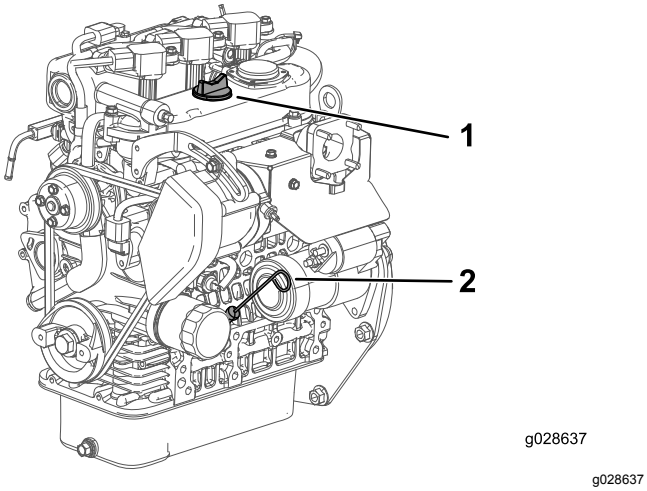

**Bild 35**
4. Nehmen Sie den Peilstab heraus und wischen Sie ihn mit einem sauberen Lappen ab (Bild 35).
5. Stecken Sie den Peilstab in das Rohr und stellen Sie sicher, dass er vollständig eingeführt ist (Bild 35).
6. Nehmen Sie den Peilstab heraus und prüfen Sie den Ölstand (Bild 35).
7. Nehmen Sie bei einem niedrigen Ölstand den Fülldeckel (Bild 35) ab und gießen Sie genug Öl ein, bis der Ölstand die Voll-Markierung am Peilstab erreicht.
8. Stecken Sie den Peilstab wieder fest ein (Bild 35).